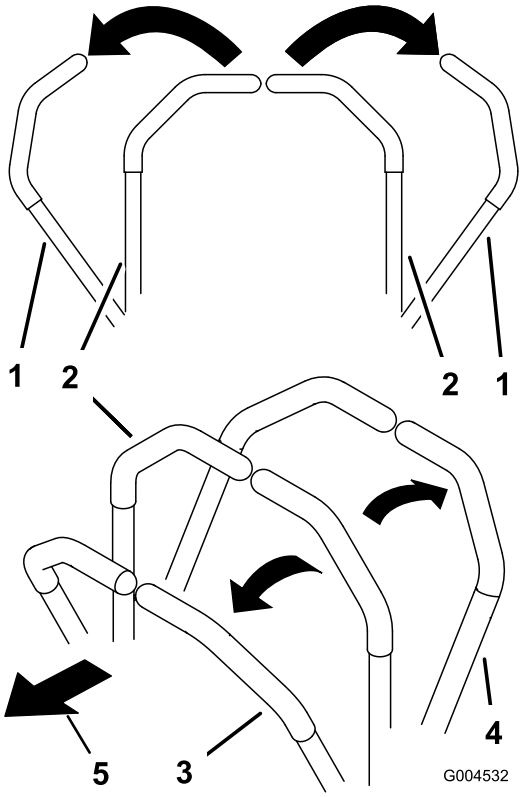

Figur 16
2. Kör framåt genom att försiktigt föra rörelsereglagespakarna framåt (Figur 16).
Kör rakt bakåt genom att trycka lika mycket på båda rörelsereglagespakarna (Figur 16).
För att svänga lättar du på trycket på den rörelsereglagespak som är närmast det håll som du vill svänga åt (Figur 16).